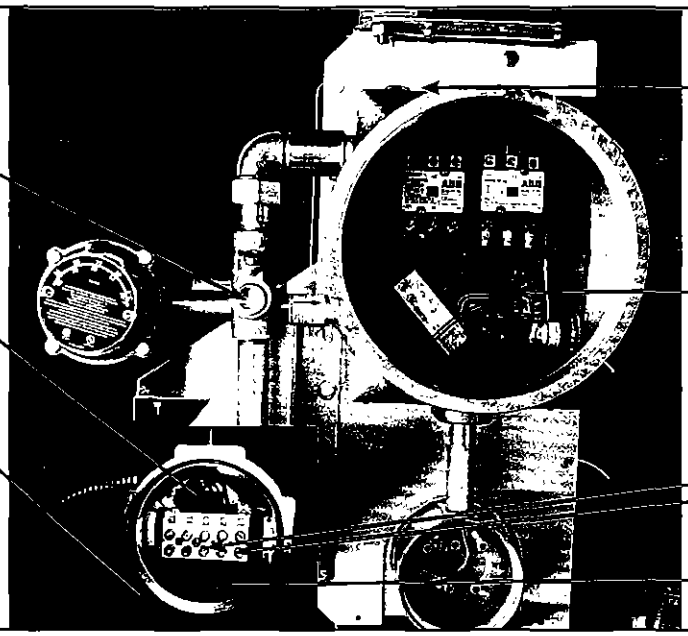

FIGURE 7B
3. Heater may be supplied with a factory installed built-in integral disconnect. (See Figure 7B)
a. Power Supply conductors and Ground conductor pass through 1"NPT opening of Disconnect Enclosure (see Figure 7B). Supply conductors to be wired to Disconnect Switch inside. Ground conductor to be wired to Ground Lug fastened to inside of Disconnect Enclosure.
b. If applicable, Remote Room Thermostat conductors pass through 3/4"NPT opening (see Figure 7b) and are to be wired to printed circuit board terminals marked "T'STAT".